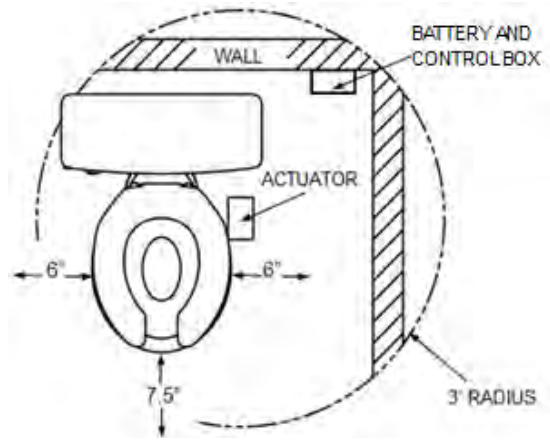

FIG. 1
1.1 Before installation, ensure there is sufficient space around TILT for proper operation. The TILT frame requires 6” on either side of the toilet bowl and 7-1/2” in front of the bowl (FIG. 1).